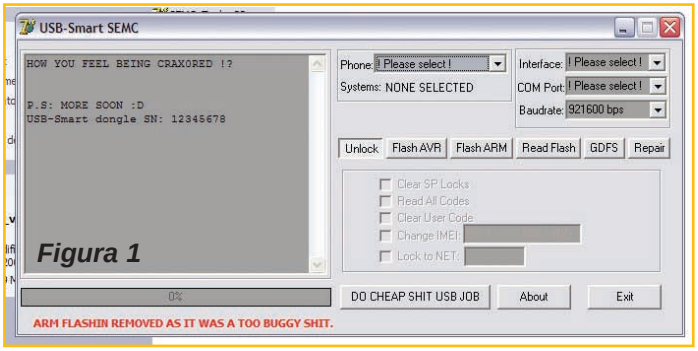
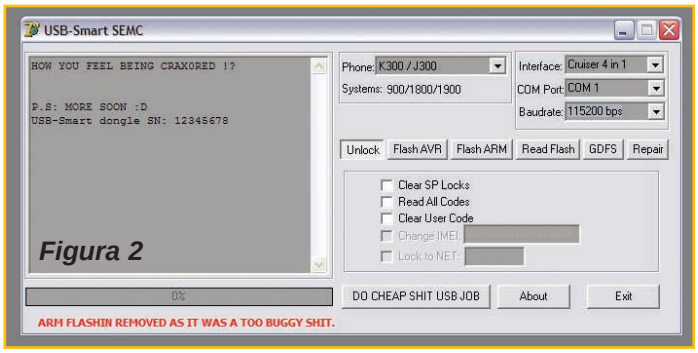

Figura 1
Figura 2
2) Ejecute el programa USB-Smart SEMC Toll y aparecerá la pantalla de la figura 1. Seleccione el teléfono, el tipo de cable, la mínima velocidad de transmisión y el puerto donde está conectado el teléfono (figura 2). Seleccione la casilla-Clear SP Locks y la ventana Unlock y haga click sobre el botón DO CHEAP SHIT USB JOB.